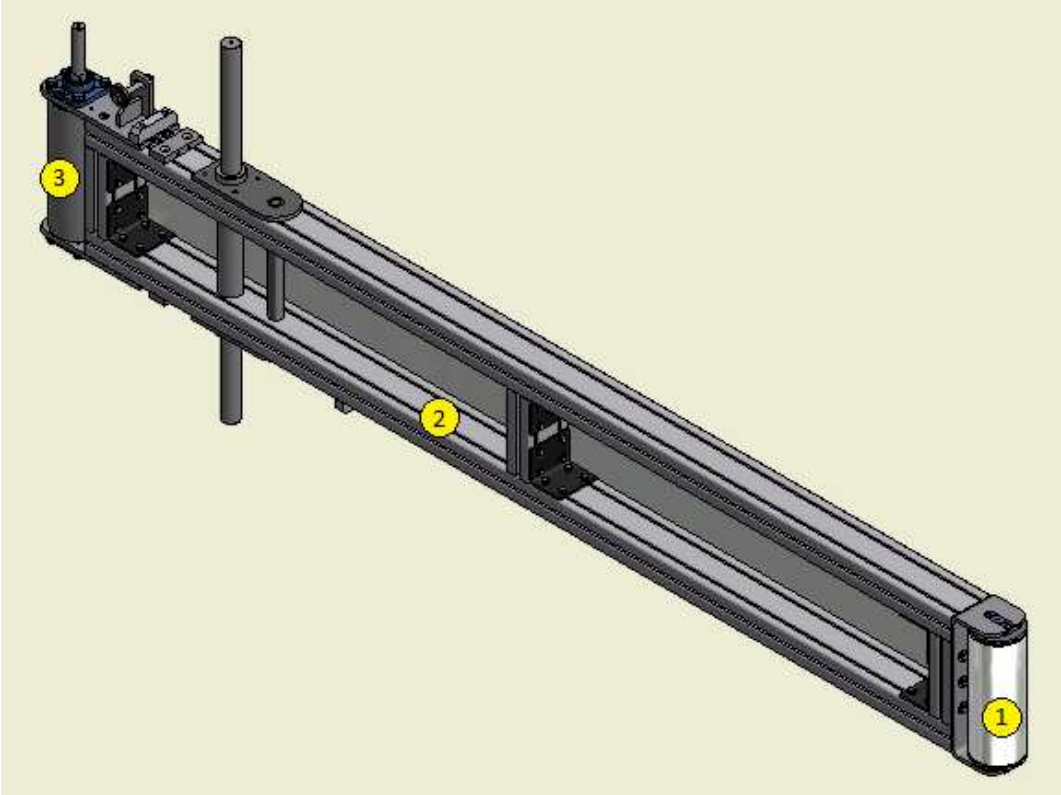
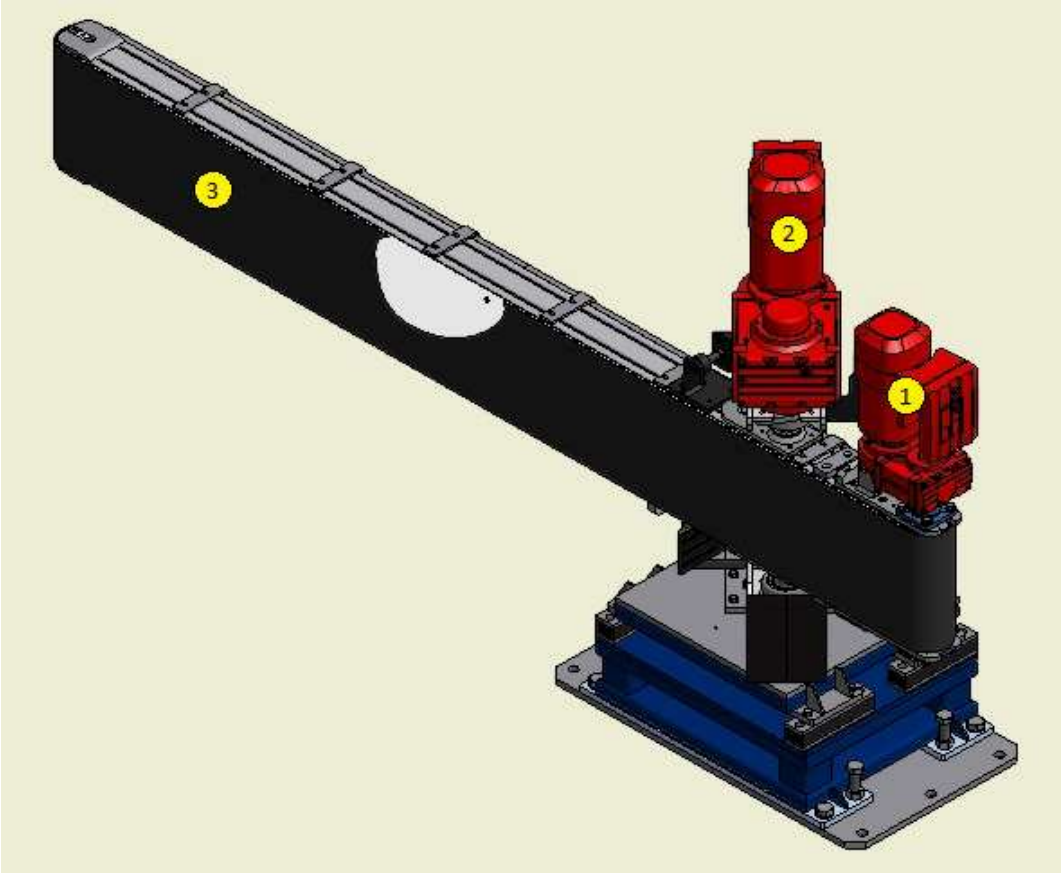

Figura 67: Struttura portante dell'unità nastro a tappeto motorizzato.
Figura 68: Deviatore a nastro completo.
Riferendosi alle immagini in Figura 67 e Figura 68, l'unità nastro a tappeto motorizzato è essenzialmente costituita da:
- un robusto **telaio** in lamiera di acciaio sagomata (v. rif. 2 in Figura 67);
- un **rullo motore** del nastro a tappeto, in acciaio zincato e sagomato biconico, montato su cuscinetti volventi di precisione (v. rif. 3, Figura 67);
- un **rullo di rinvio** del nastro a tappeto (v. rif. 1, Figura 67), di costruzione analoga al rullo motore;
- un **motoriduttore** per l'avanzamento del nastro a tappeto (v. rif. 1, Figura 68);
- un **nastro a tappeto in PVC** (v. rif. 3, Figura 68), antistatico, con il lato di scorrimento rivestito con tessuto antirumore.